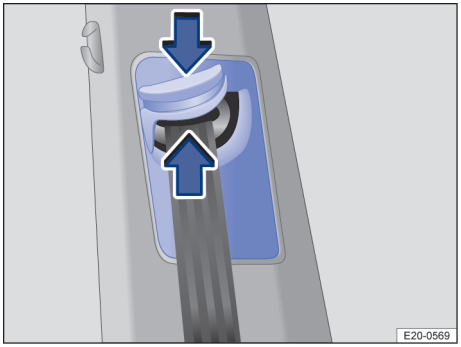

Fig. 27 À côté des sièges avant : réglage en hauteur de la ceinture
1. Poussez la ferrure d'inversion dans le sens de la flèche et maintenez-la dans cette position → fig. 27.